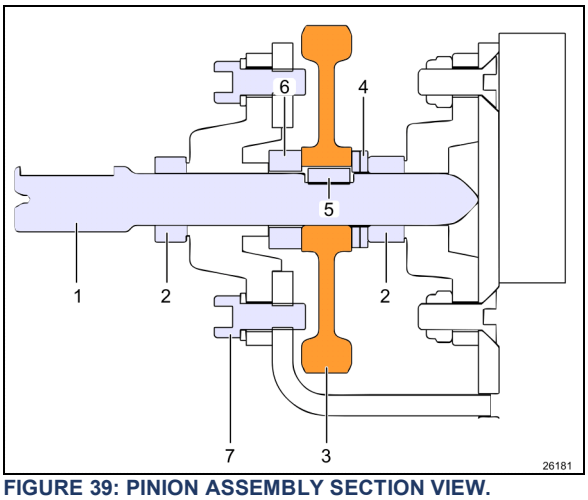

**FIGURE 39: PINION ASSEMBLY SECTION VIEW.**
1. Unscrew all set screws on the drive shaft yokes (item 4 in TORQUE TABLES). Slide drive shaft towards gearbox to disengage the yoke from the pinion shaft (item 1 in Figure 39).